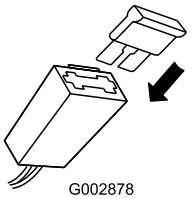

Figur 41
2. Montera säkringen i hållaren (Figur 41).